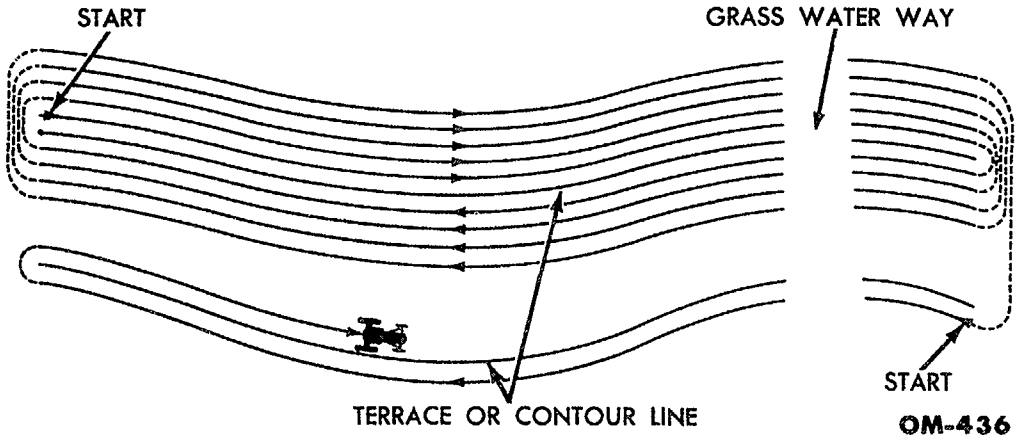

Fig. 83—Contour Plowing
c. Contour Plowing. Many farmers prefer to plow on the contour for soil conservation reasons. When plowing terraced land, it is possible, during seedbed preparation, to turn the soil in such a manner as to build up the terrace crown (fig. 83). The short coupled, maneuverable Ford Tractor and Dearborn Moldboard Plows are exceptionally well-suited to contour plowing. The Ford Tractor Hydraulic Control eliminates lever tugging when crossing unplowed grassed waterways.